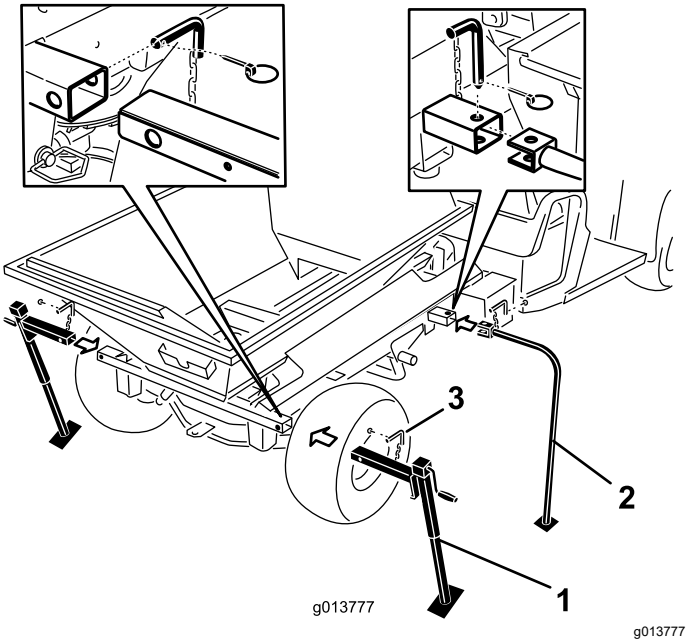

**Figuur 51**
7. Breng de voorste opslagpoten en de achterste assteunen in de buizen van de machine en zet ze vast met de borgpennen (Figuur 51).